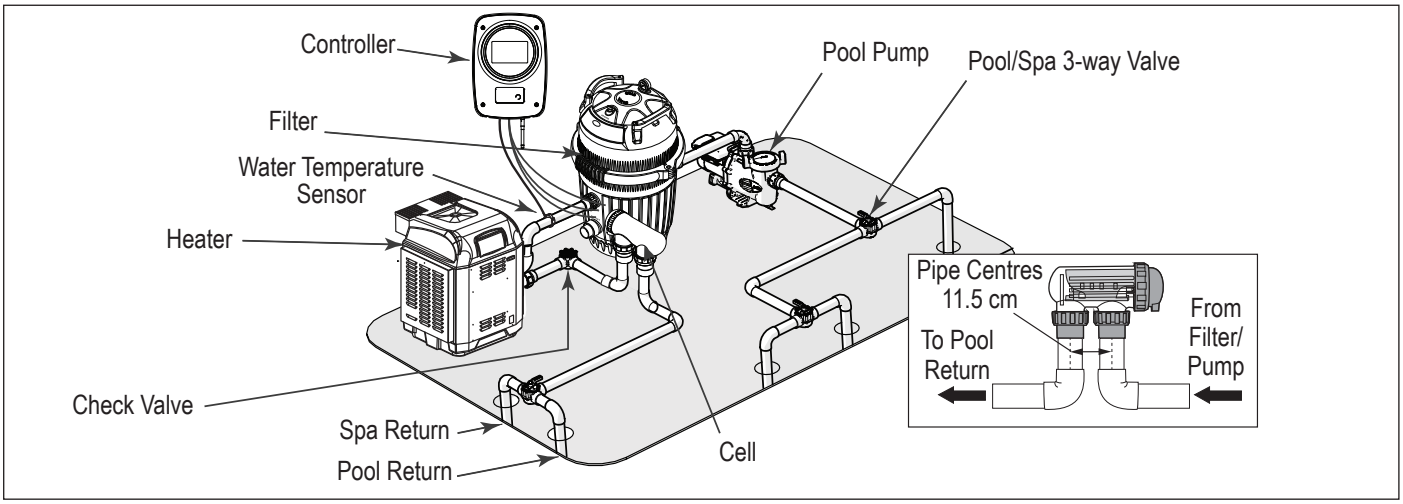

**Figure 3. Typical Installation Diagram**
The cell must be plumbed in a position that is accessible for maintenance and within 1.5 m of the controller. The cell should be the last piece of equipment in the circulation system. The cell must be installed horizontally, level and with correct flow orientation. See *Figure 3*.
2. Plumb the cell inlet and outlet on vertical lengths of PVC pipe. The cell inlet and outlet ports are 11.5 cm apart, see *Figure 3* inset. The inlet of the cell is on the side closest to the electrical lead, see *Figure 1*.
3. Put the lock nuts onto the inlet and outlet pipes in the correct orientation. See *Figure 3*.
- The cell must be the last piece of equipment on the return line, See *Figure 3*.
- Ensure that the sensor is installed after the filter pump and before any heating device (if there is one installed). See *Figure 3*.